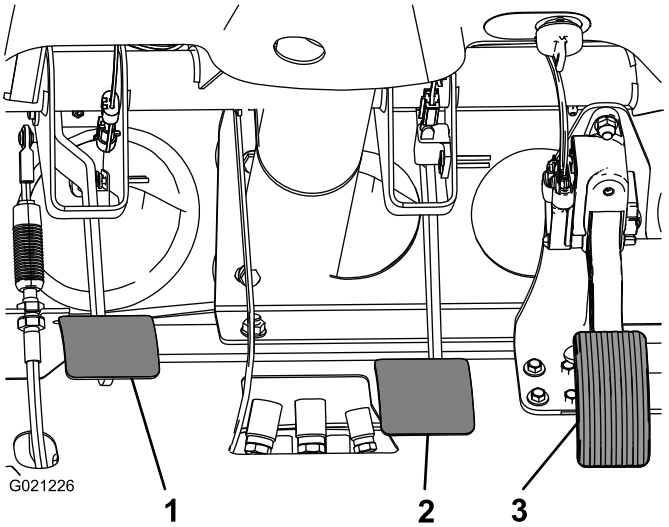

Figur 65
2. Løft op i bremsepedalen (Figur 65), indtil den berører stellet.
3. Løsn kontramøtrikkerne, der fastgør gaflen til hovedcylinderakslen (Figur 65).